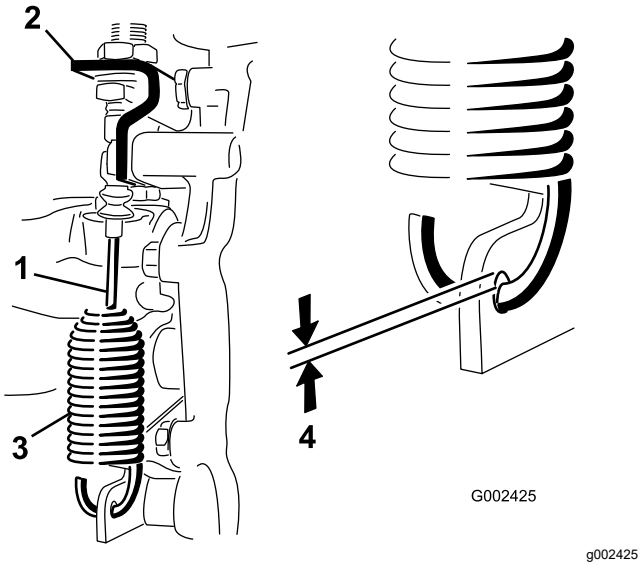

**Figur 45**
2. Lossa kontramuttrarna som håller fast differentiallåsvajern vid fästet på växellådan (Figur 45).